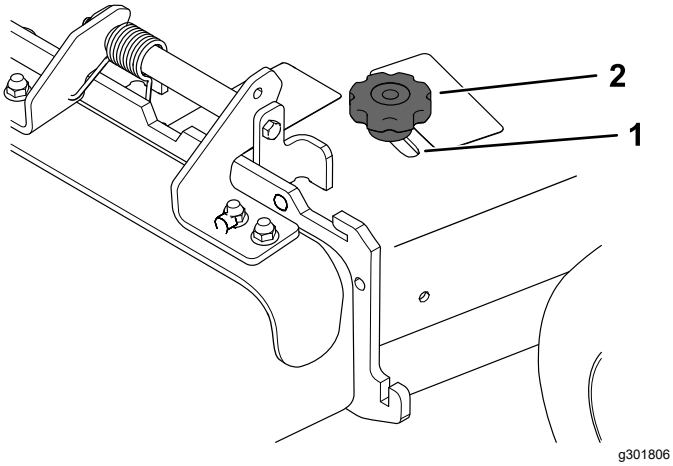

Figura 22
3. Para ajustar el deflector, afloje el pomo (Figura 22).